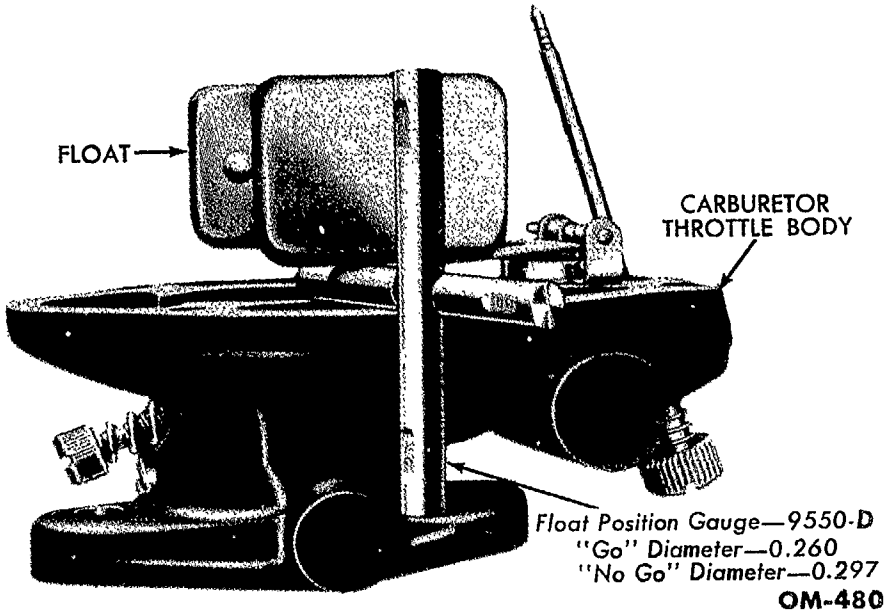

Fig. 51—Correct Position for Float Level
c. Float Adjustment. Bend the float lever until the float is positioned as shown in fig. 51.